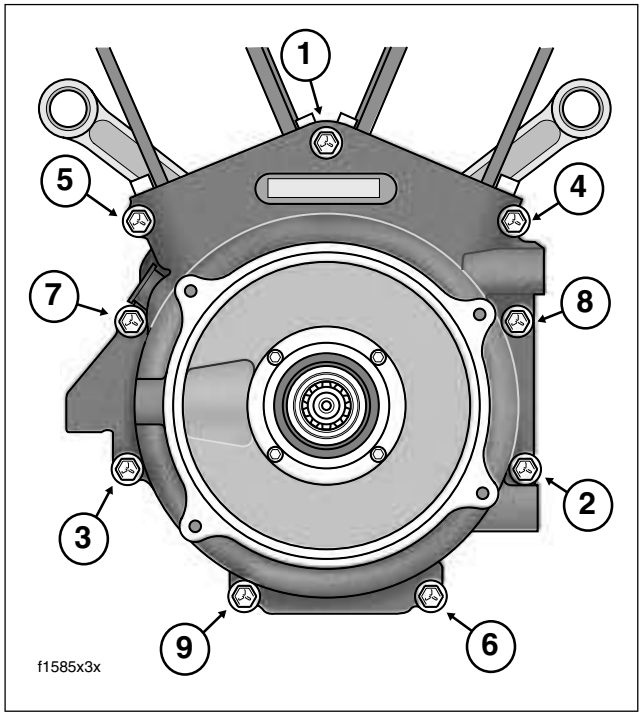

Figure 3-46. Crankcase Torque Sequence (Left Side View)
16. Rotate crankcase in the engine stand so that the cam cover flange is facing upward. Remove the nine crankcase bolts in the left case half. Follow the sequence shown in Figure 3-46.
b. Tighten the crankcase bolts to 10 ft-lbs (13.6 Nm) in the sequence shown in Figure 3-46.